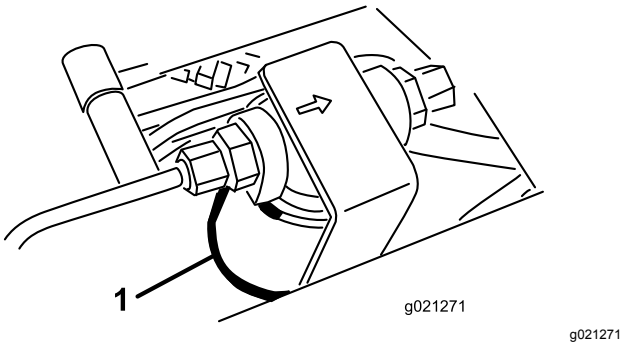
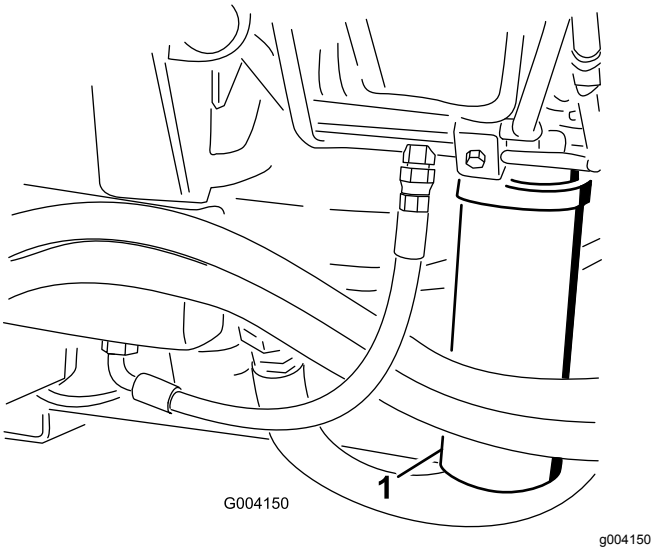

**Figur 102**
**Figur 103**
2. Rengør området rundt om filtermonteringsområdet, og sæt en bakke under filteret (Figur 102 og Figur 103).